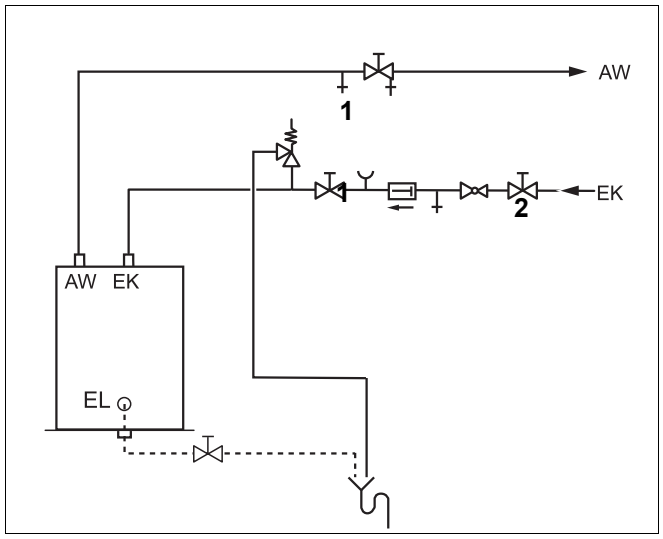

Рис. 13 Монтаж по DIN 1988 (принципиальная схема)
- Для удаления воздуха из бака откройте вентиль продувки и выпуска воздуха (рис. 13, [1]) или наиболее высоко расположенный водоразборный кран.
- Для заполнения бака откройте запорный вентиль на входе холодной воды EK (рис. 13, [2]).
- Перед нагревом проверьте заполнение водой отопительного котла, бака-водонагревателя и трубопроводов. Для этого откройте вентиль для продувки и выпуска воздуха (рис. 13, [1]).
- ▶ Держите постоянно открытым дренажный трубопровод предохранительного клапана (рис. 13, стр. 15).
- – дренажная линия предохранительного клапана (рис. 13, стр. 15) должна быть постоянно открыта